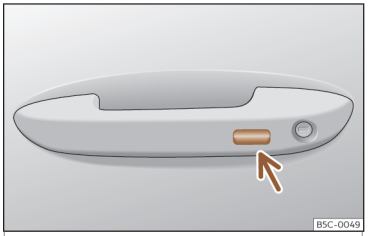

Fig. 94 Maniglia della porta: superficie sensibile.
- **OPPURE** utilizzando il sistema Keyless Access (solo chiusura): Tenere il dito per alcuni secondi sulla superficie sensibile di blocco ››› **fig. 94** (freccia) della maniglia della porta per chiudere i finestrini e il tettuccio. Se si smette di toccare la superficie sensibile si interrompe la funzione di chiusura.
- Tenere un dito per alcuni secondi sulla superficie sensibile di blocco››› **fig. 94** (freccia) della maniglia della porta per chiudere il tettuccio. Se si smette di toccare la superficie sensibile si interrompe la funzione di chiusura.